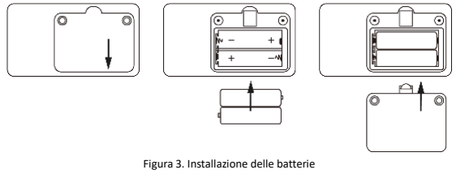

Figura 3. Installazione delle batterie
A. Fare riferimento alla Figura 3. Usare un cacciavite per svitare le due viti del vano batterie sul retro del prodotto e aprire il coperchio posteriore del vano batterie.